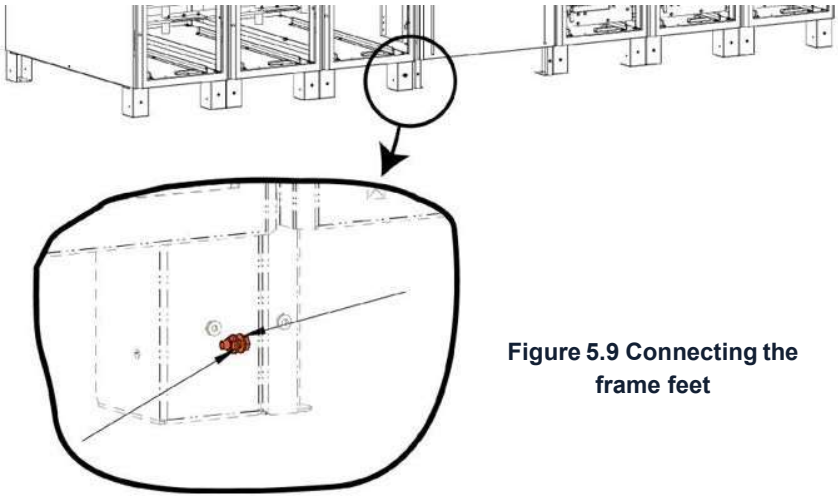

Figure 5.9 Connecting the frame feet
7. Connect the 'right' foot on the front of Frame A to the 'left' foot of the front of Frame B using an M5x 12mm nut and bolt (supplied). *(see Figure 5.9)*